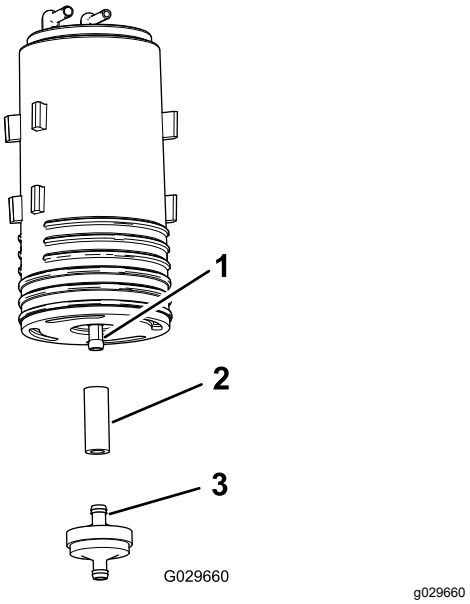

Figur 49
4. Ta bort kolkanisterfiltret och den korta slangsektionen från den nedre kopplingen på den gamla kolkanistern (Figur 49).
5. Anslut slangen till den nedre kopplingen på den nya kolkanistern (Figur 49).
6. För in det nya kolkanisterfiltrets koppling i slangen (Figur 49).